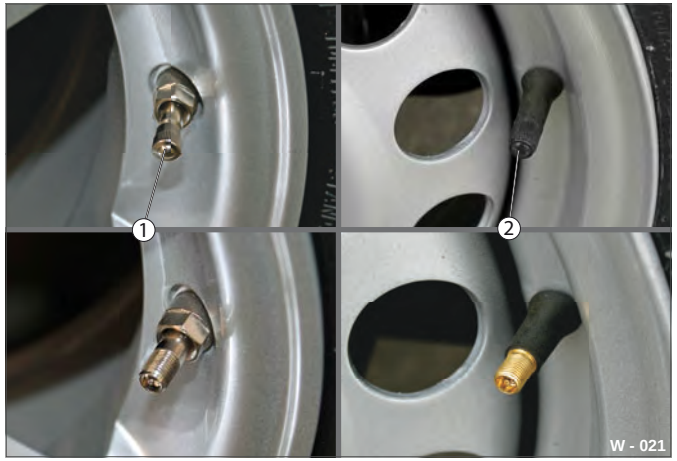

Fig. 25 Kontrol af reservehjul
▶ Kontrollér regelmæssigt tilstanden på reservehjulet / ventilen (Fig. 25 /1; Fig. 25 /2).